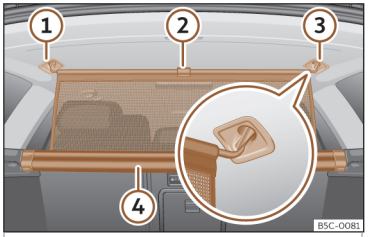

Fig. 132 Nel bagagliaio: agganciare la rete divisoria.
- Tirare verso l'alto la linguetta››› **fig. 132** ② per estrarre la rete dalla scatola ④
- Fissare la rete divisoria sul lato destro o sinistro ③ (immagine ingrandita).
- Fissare la rete divisoria nell'alloggiamento del lato opposto ① tirando la barra.